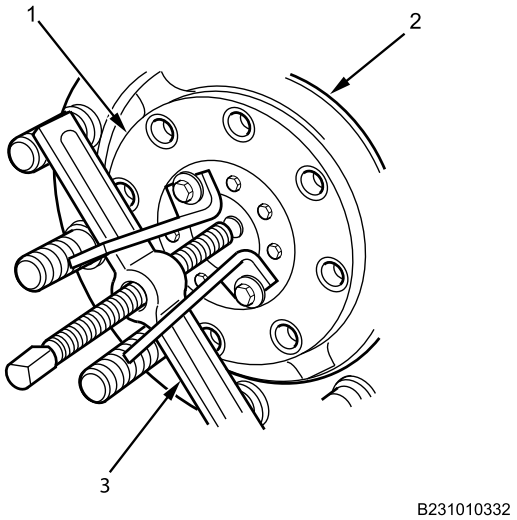

Figure 3. Drive Flange Removal.
5. Remove drive flange (Figure 3, Item 1) from hub (Figure 3, Item 2) using puller (Figure 3, Item 3).